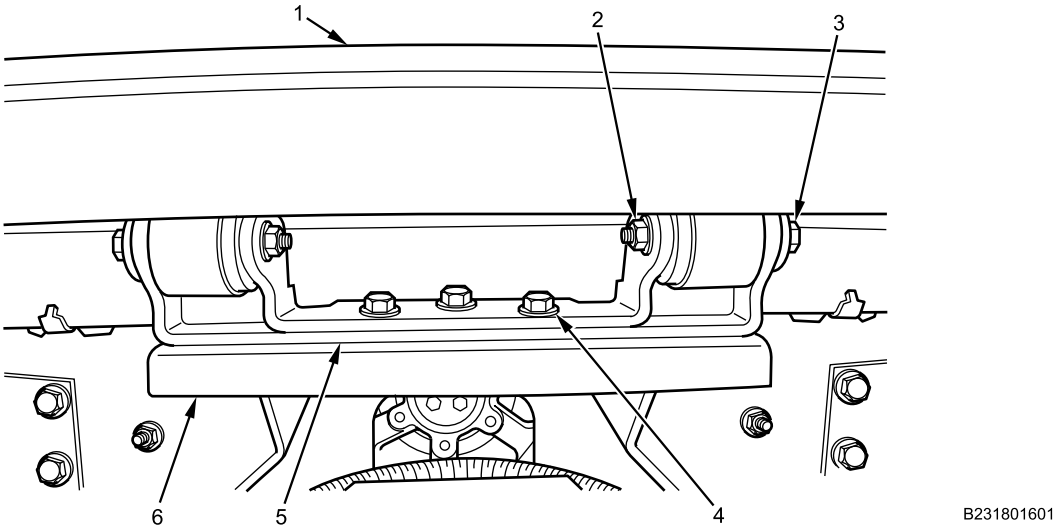

Figure 2. Hood Hinge Assembly.
2. With assistant, support hood assembly (Figure 2, Item 1).
3. Install hood hinge assembly (Figure 2, Item 5) on hood mounting bracket (Figure 2, Item 6) and loosely install three bolts (Figure 2, Item 4) and three nuts.
5. Install hood assembly (Figure 2, Item 1) on hood hinge assembly (Figure 2, Item 5) with two bolts (Figure 2, Item 3) and two nuts (Figure 2, Item 2). Torque to 55 lb-ft (75 N•m).